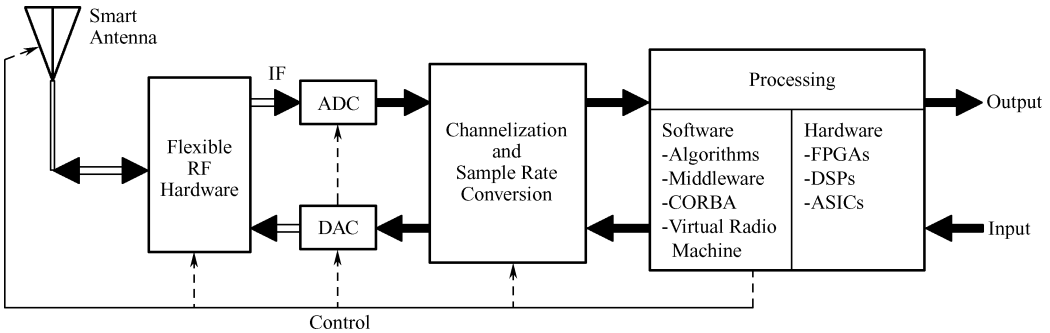

Figure 6.8 Model of a software radio
A model of a practical software radio is shown in Figure 6.8. The receiver begins with a smart antenna that provides a gain versus direction characteristic to minimize interference, multipath, and noise. The smart antenna provides similar benefits for the transmitter. Most practical software radios digitize the signal as early as possible in the receiver chain while keeping the signal in the digital domain and converting to the analog domain as late as possible for the transmitter using a digital-to-analog converter (DAC). Often the received signal is digitized in the intermediate frequency (IF) band. Conventional radio architectures employ a super heterodyne receiver, in which the RF signal is picked up by the antenna along with other spurious/unwanted signals, filtered, amplified with a low noise amplifier (LNA), and mixed with a local oscillator (LO) to an IF. Depending on the application, the number of stages of this operation may vary. Finally, the IF is then mixed exactly to baseband.
4. What is the function of ADC block in Figure 6.8?
5. What is the function of DAC block in Figure 6.8?